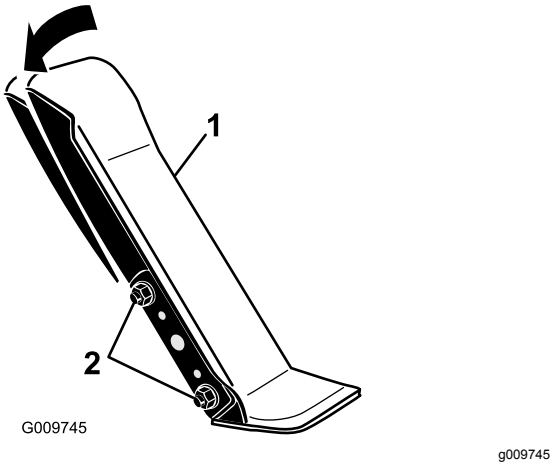

Figur 87
1. Lossa de två skruvarna och muttrarna som fäster gaspedalens vänstra sida vid fästet (Figur 87).
2. Justera pedalen till önskad funktionsvinkel och dra åt muttrarna (Figur 87).